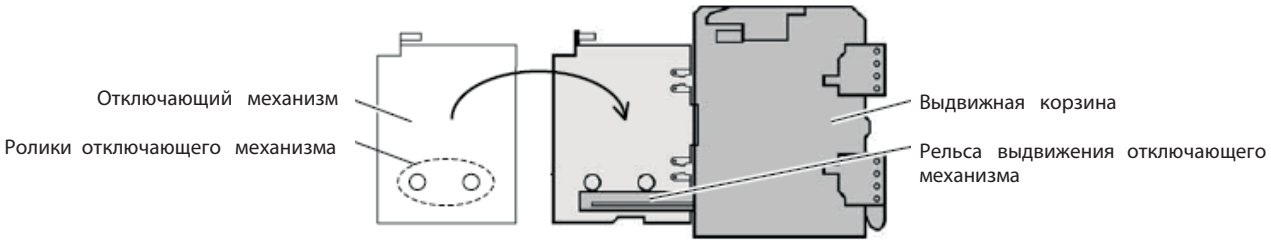

Рис. 24. Установка отключающего механизма на рельсу выдвижения
3. Следует использовать опциональный подъемник или подъемную плиту чтобы поместить ролики отключающего механизма на рельсу выдвижения (рис. 24).